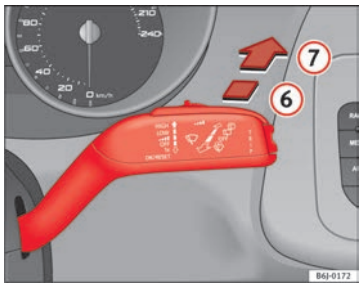

Fig. 66 Palanca del limpia-lavacristales: limpialuneta
– Presione la palanca hacia delante hasta el encastre (6) ⇒fig. 66. El limpialuneta debe accionarse en intervalos de 6 segundos.
– Presione la palanca completamente hacia delante hasta la posición (7) ⇒fig. 66. El limpia y el lavaluneta funcionan simultáneamente. El lavaluneta seguirá funcionando mientras mantenga la palanca en esta posición.